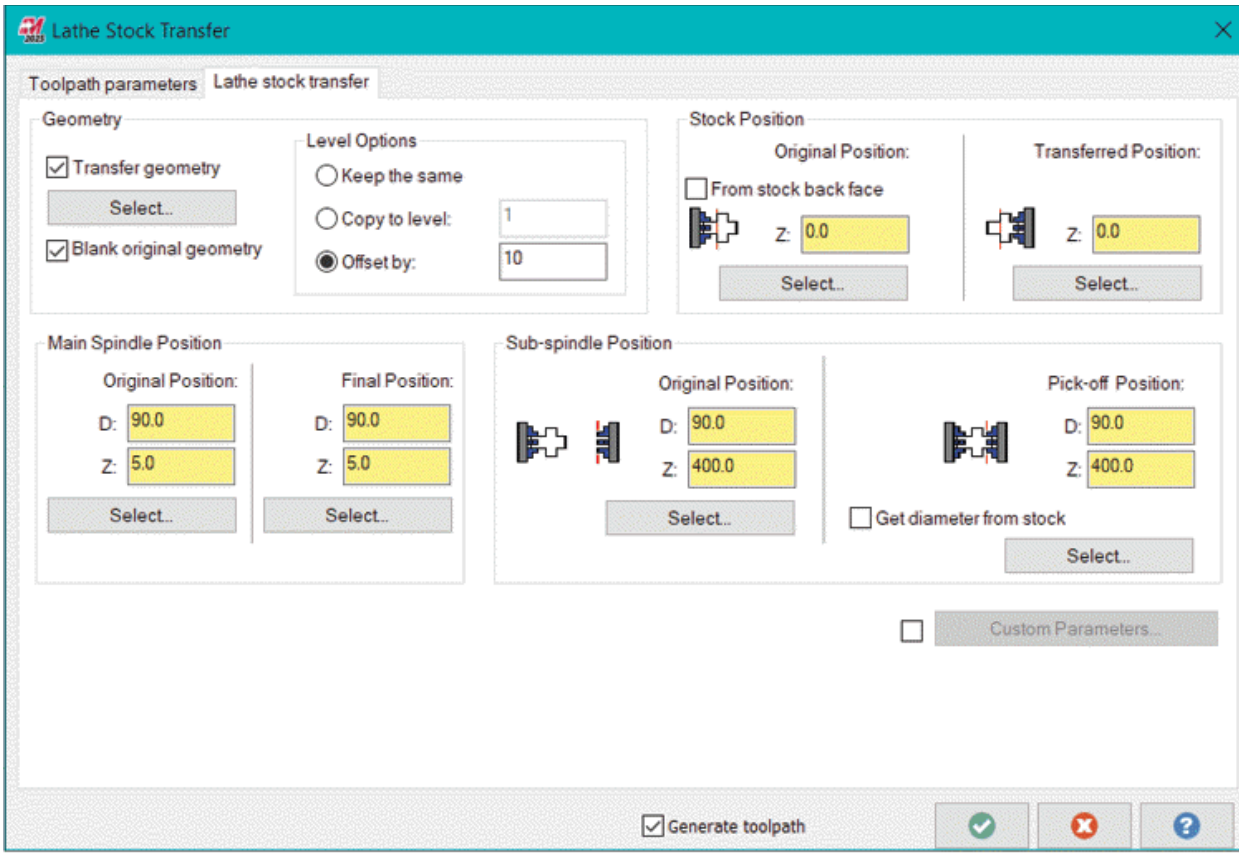

Figure-14. Lathe Stock Transfer dialog box
- Click on the **Stock Transfer** tool from the **Part Handling** panel of **Turning** tab in the **Ribbon**. The **Lathe Stock Transfer** dialog box will be displayed; refer to Figure-14.